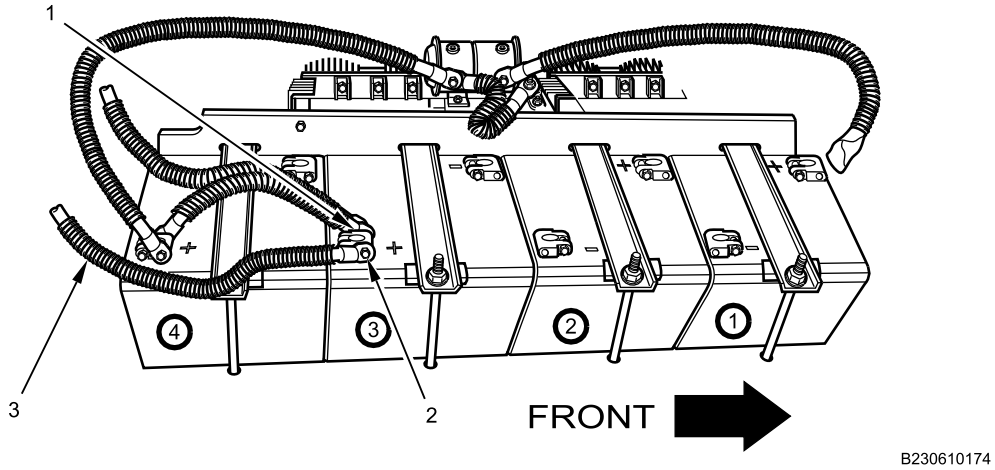

Figure 1. Battery Cable Connections.
1. Remove nut (Figure 1, Item 2) and NATO jump start connector positive cable (Figure 1, Item 3) from third battery positive terminal (Figure 1, Item 1).